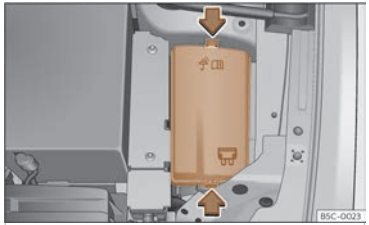

Fig. 230 Dans le compartiment moteur : cache du boîtier de fusibles.
- Appuyez sur les languettes de verrouillage pour déverrouiller le cache du boîtier à fusibles ››› fig. 230.